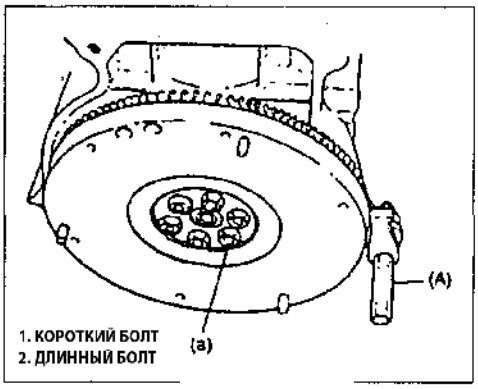

Рис. 176
7) Установите маховик (Рис. 176). Зафиксируйте маховик и затяните болты крепления требуемым моментом. Момент затяжки ( **a**): 76 ± 3 Нм.